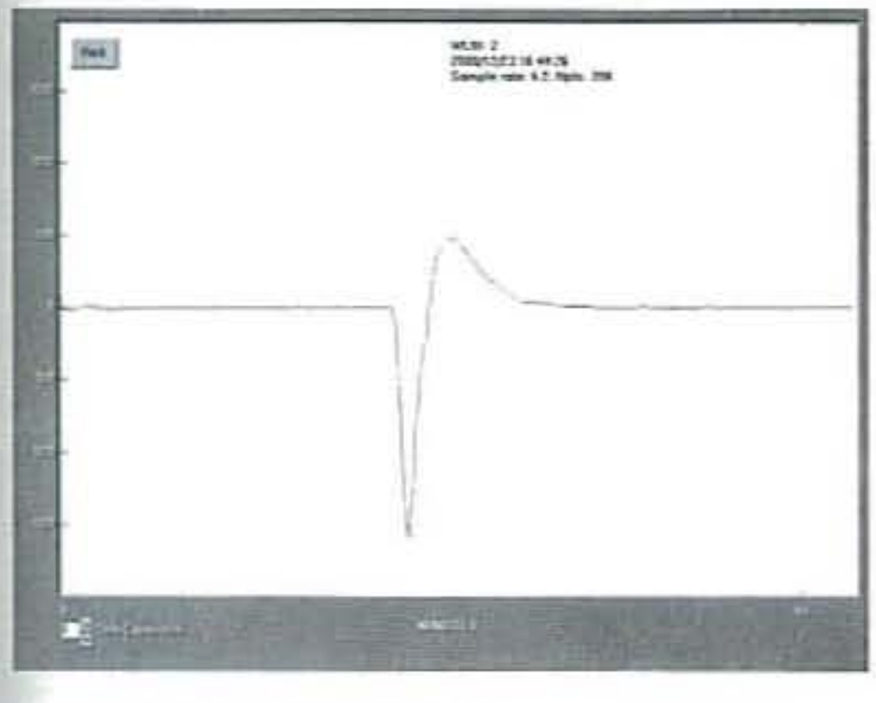

Figure 6-21 *Calibration pulse*
- Performing the calibration tests to see if the seismometer is working properly (the calibration pulse should look approximately like the one in Figure 6-21; the *lifting-the-mass* pulse is used; the calibration pulse is extracted from the standard AmaSeis display to view it in a close-up view). Repeated calibrations suggest that measurable values of the calibration test pulse should be (approximately): amplitude of first trough (negative) = −1420 +/− 150 counts amplitude of first peak (positive) = 480 +/− 50 counts time from beginning of calibration pulse to first zero crossing = 3.0 +/− 0.5 seconds
- The relative calibration allows you to compare different instruments. AS-1 seismographs having calibration pulses that are approximately the same as the pulse in Figure 6-21
can be assumed to have the same displacement amplification values as given here, and they can be used to estimate magnitudes using the amplification values and procedures described here. If the calibration pulse for a different AS-1 seismometer is similar to the one shown in Figure 6-21 (and parameters given here) but has different maximum amplitude, the amplification factors used can be adjusted in the magnitude calculations by the relative difference between the two AS-1 instruments.